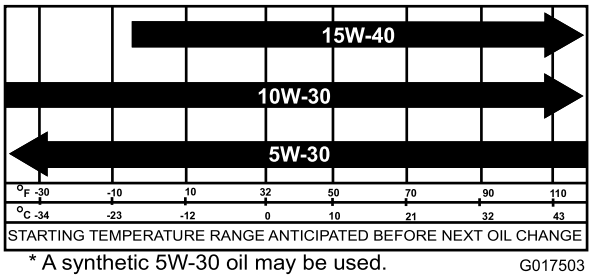

Rysunek 32
5. Wlej określony olej do skrzyni korbowej (Rysunek 32).